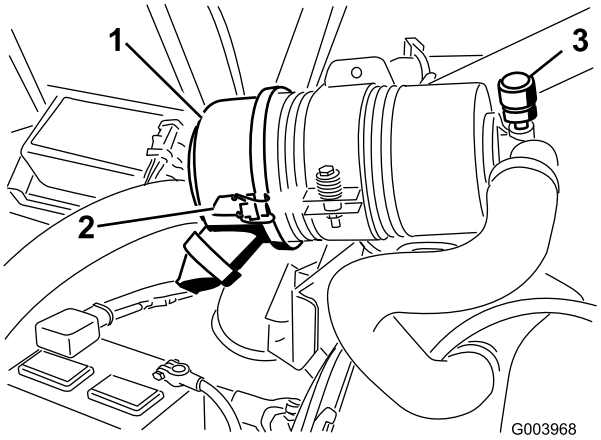

Figur 52
Efterse kun luftfilteret, når serviceindikatoren (Figur 52) viser, at det er nødvendigt. Hvis du udskifter luftfilteret, før det er nødvendigt, øger du blot risikoen for, at der kommer snavs ind i motoren, når filteret afmonteres.
1. Åbn låsene, der fastgør luftfilterdækslet til luftfilterhuset (Figur 52).